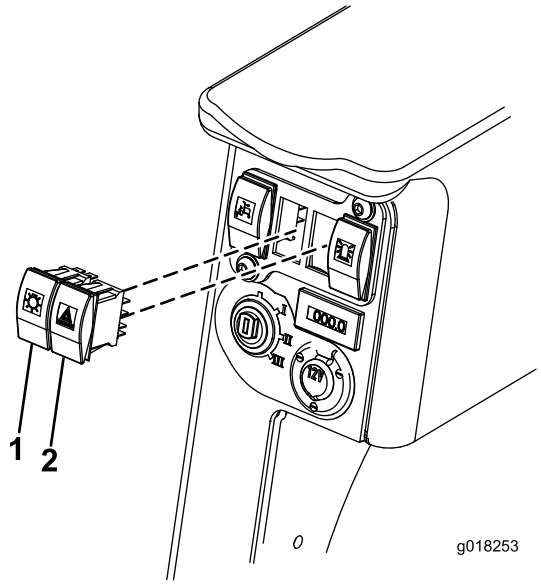

Figure 16
7. Connectez l'interrupteur des feux de détresse et d'éclairage au connecteur correct et poussez l'interrupteur dans le trou (Figure 16).